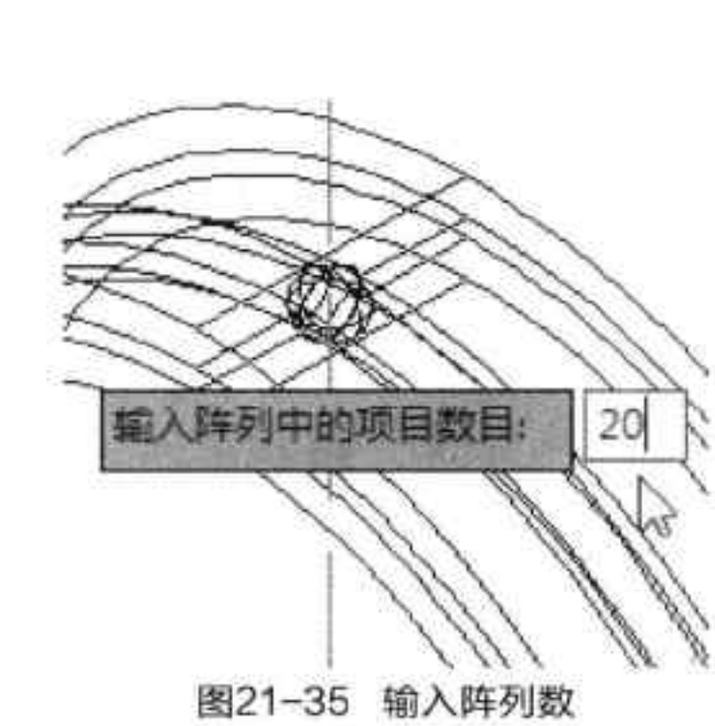

图21-35 输入阵列数
Step 20 根据命令行的提示，输入阵列中的项目数目为 20，如图 21-35 所示。